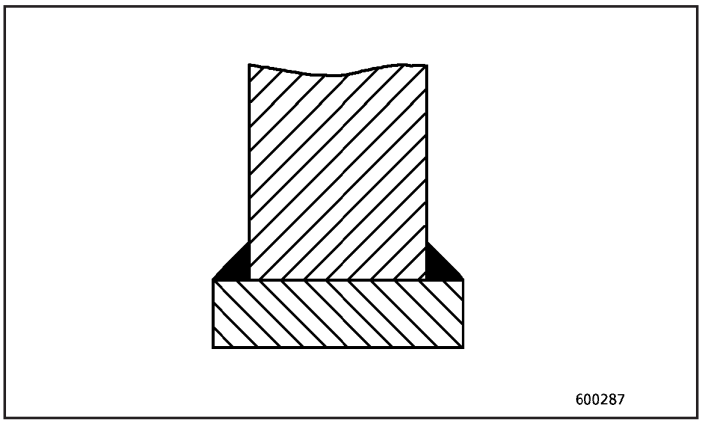

Fig.26
2. Os cordões estão sujeitos ao desgaste durante o movimento para trás do dispositivo de escavação. A aresta de corte fica substancialmente alargada. A resistência à penetração é aumentada (Fig. 26).